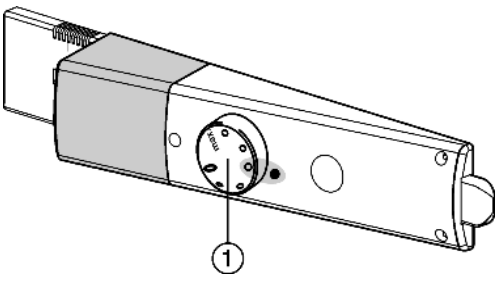

Fig. 2
- ▶ Tourner le régulateur de température *Fig. 2 (1)* vers la droite de la position 0 au point 3.